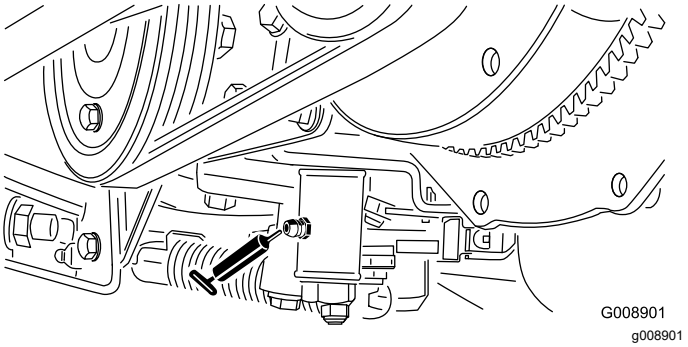

Figur 52
- Justeringsmekanism för neutralläge (Figur 52)